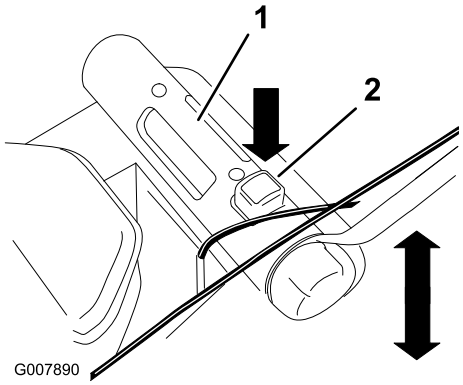

Figuur 17
4. Druk op de maaihoogteknop en houd de maaihoogtehendel vast om maaihoogte omhoog of omlaag in te stellen.(Figuur 17).